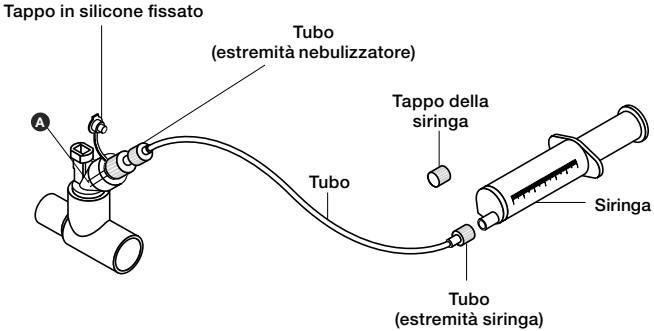

Figura 17. Set di tubi per nebulizzazione continua
7. Inserire la siringa riempita con il farmaco nella pompa di infusione della siringa (pompa non mostrata in Figura 17) e impostare la portata adatta (per ulteriori informazioni, fare riferimento al manuale della pompa o consultare il produttore).